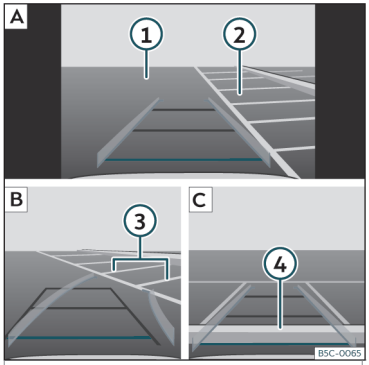

Fig. 177 Display on the Infotainment system screen.: parking with reverse assist.
Key to the **Fig. 177**:
- Place the vehicle in front of the parking space>>> **Fig. 177** 2 A.